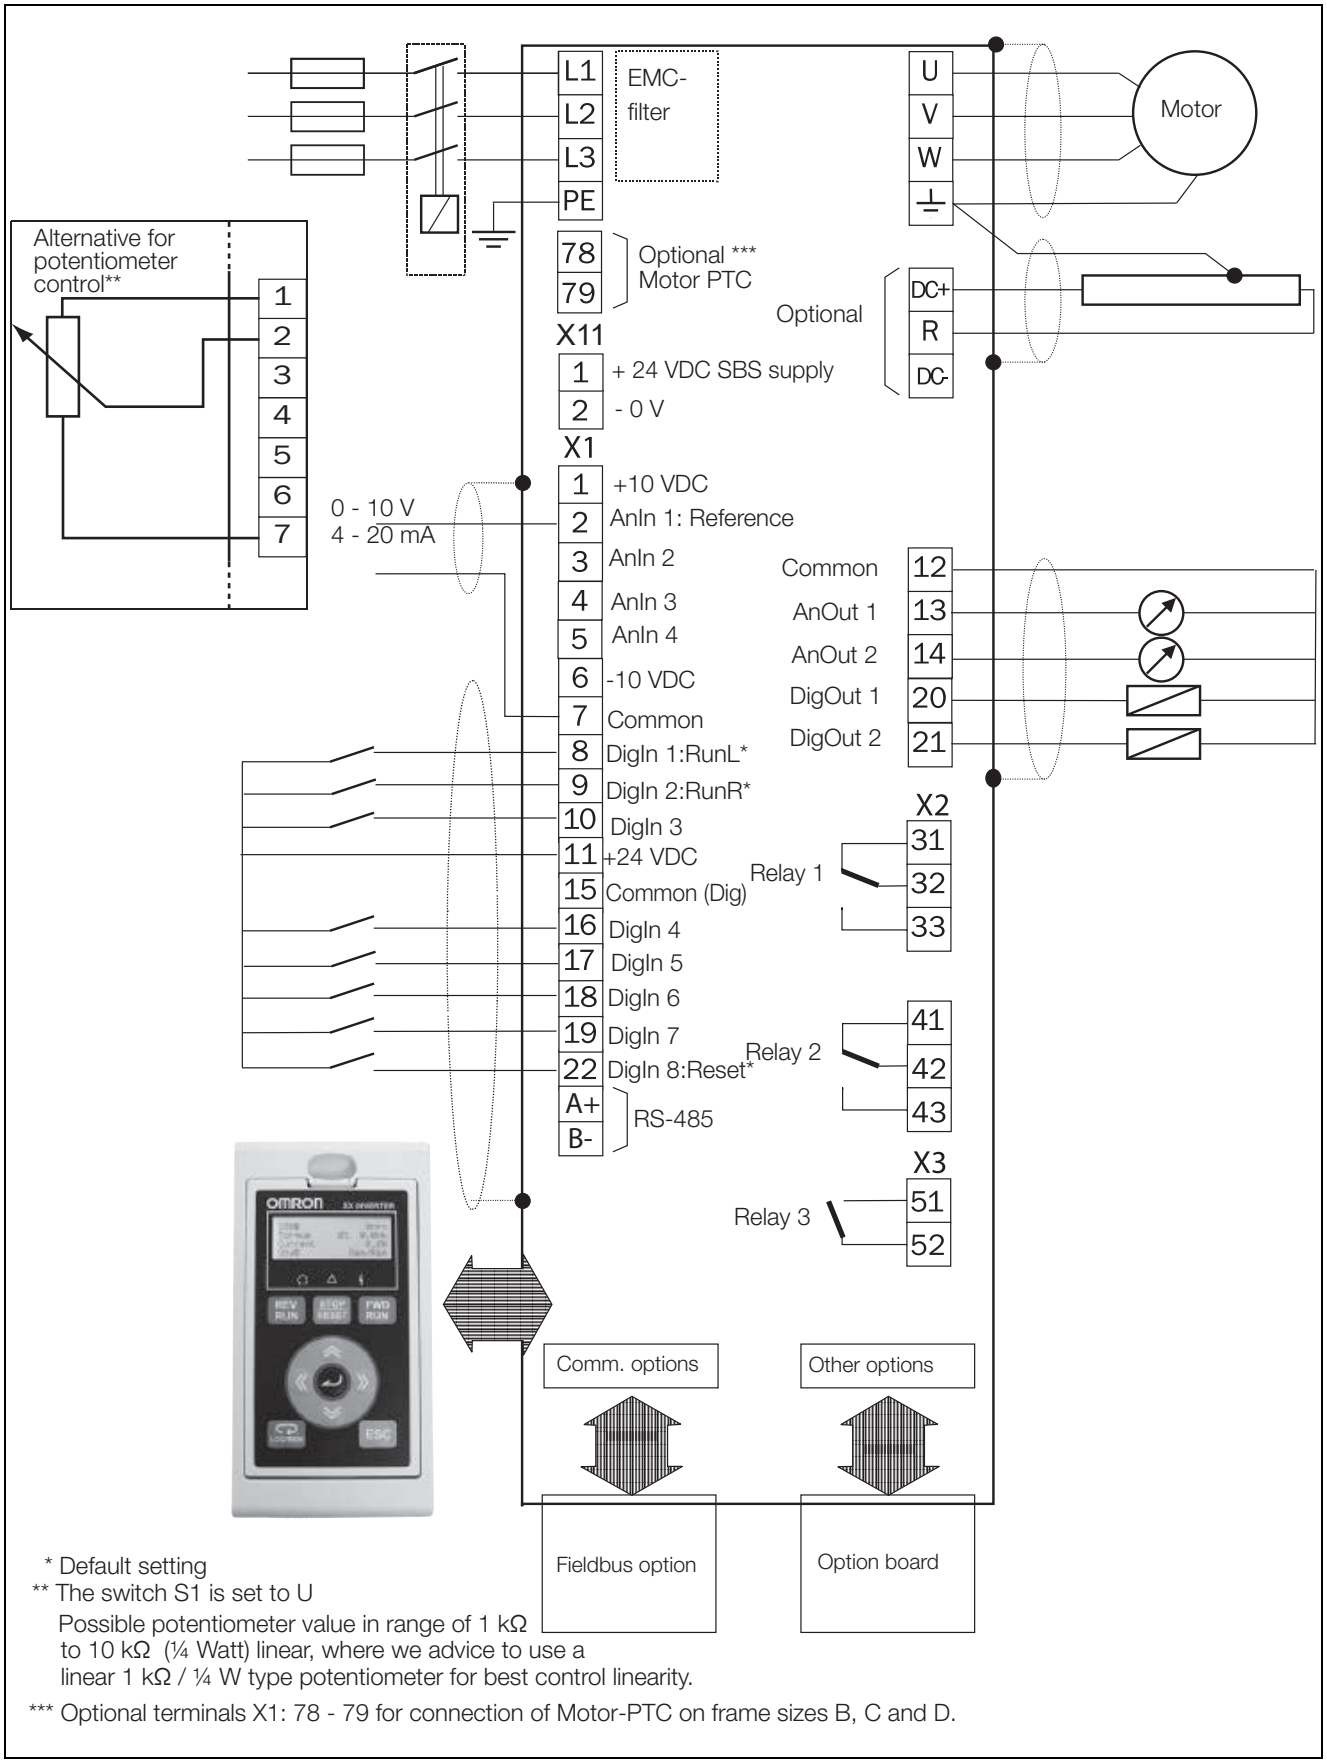

Fig. 57 Connection example
2) The integrated RS-485 interface is a isolated interface supporting Modbus RTU protocol with baudrates ranging from 2400 bit/s up to 115.2 kbit/s. Termination and fail-safe can be activated via switch S5 when applicable. Note that proper termination and fail-safe is critical for a stable RS-485 network. It is recommended to use screened RS-485 cable which protects the signals from EMI. The cable screen should (in normal cases) be connected to inverter PE via provided screen clamps, see Fig. 57.
Fig. 57 gives an overall view of a AC drive connection example.